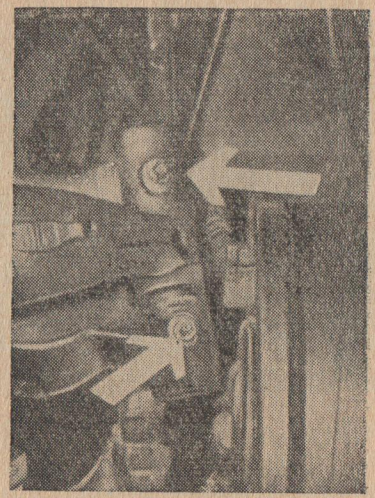

Рис. 76. Пресс-масленки поворотного шкворня.
5) втулки шкворней передней оси; четыре пресс-масленки, по две у правого и левого цилиндров подвески (рис. 76);